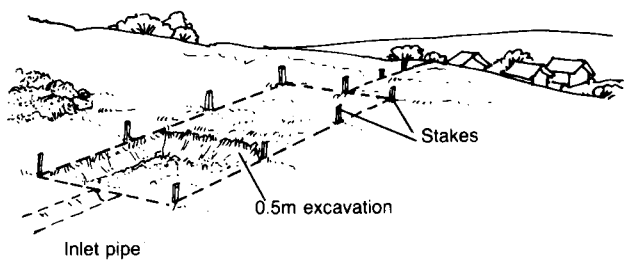

**Figure 3. Stakes Marking Site of Sedimentation Basin**
1. Locate the site designated for the sedimentation basin. Mark out the dimensions on the ground using a tape measure, string, stakes and a hand level with sighting slope on a pole, or a surveyor's level and a tripod. See Figure 3. If a sloping wall structure